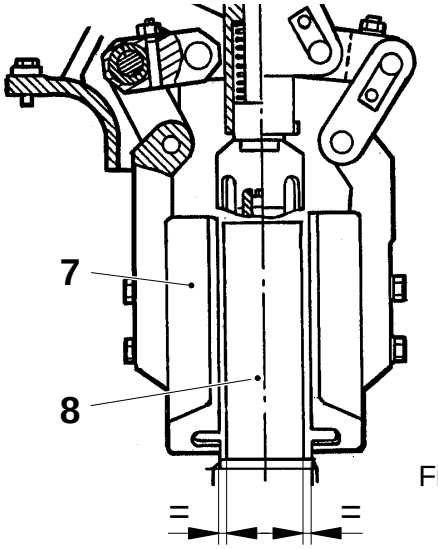

Fig. 4
i) Set the side lugs (7) positioned symmetrically ±0.2 mm between the stations (8), see fig. 4, by loosening/tightening the allen screws (9).
j) Tighten the screws (4).